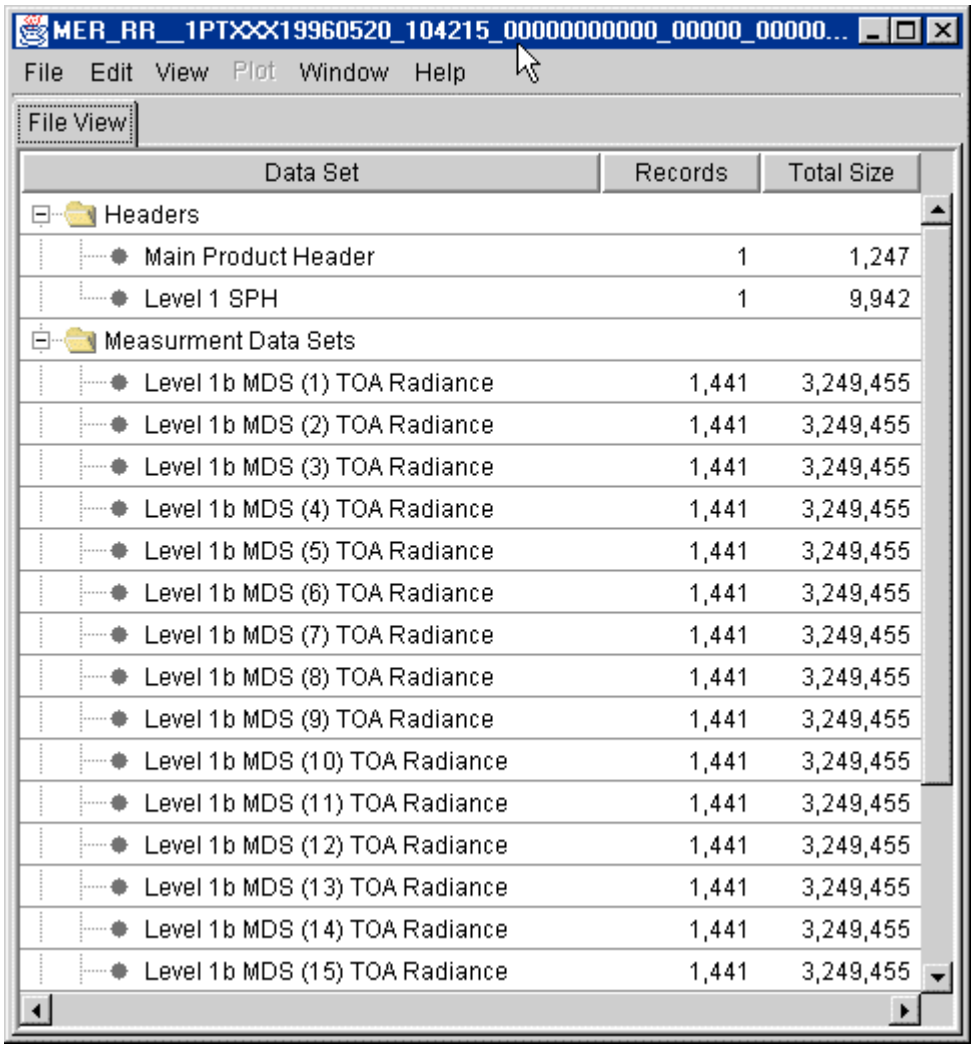

Figure 3.3 The *File View* in the EnviView window
When a file is selected – a new window is opened, with the same name as the data file, and more options in the menus are enabled, depending on the file type, e.g. Figure 3.3. Of most interest is the fact that it now possible to open *views* on the data i.e. inspect the data in different ways.
When a file is opened, there is one view that is opened by default, namely the *File View*. This shows a list of all the data sets in a product. They are displayed in a *tree* or hierarchical layout showing the large-scale structure of a file and showing the headers (MPH and SPH) and what kind of data set it is, i.e. either measurement, annotation, or global annotation data sets, e.g. Figure 3.3.
- a *File View* is opened (Figure 3.3), which is a simple tree-like view of a products structure and it lists all the data sets in the file, including MPH and SPH. Once the desired data set has been located in the tree, it can be examined in more detail by double clicking on the data set name.